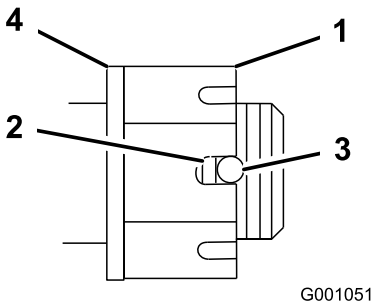

Figur 58
4. Fest kniven med et moment på 170 Nm (Figur 58).
5. Kontroller avstanden fra bunnen av slissen i mutteren til den indre kanten i hullet. To gjenger eller mindre skal vises (Figur 58).
7. Fest kniven med et moment på 170 Nm (Figur 58).
8. Trekk til mutteren inntil det neste settet med slisser er i linje med hullene i akselen (Figur 58).